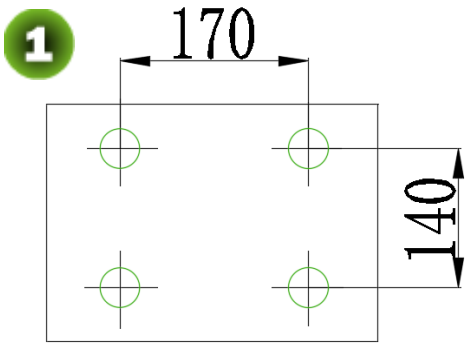

Figure 2-3A
1) Use Bolt Holes Dimensioning to mark the installation position of the cabinet, as shown in Figure 2-3A.